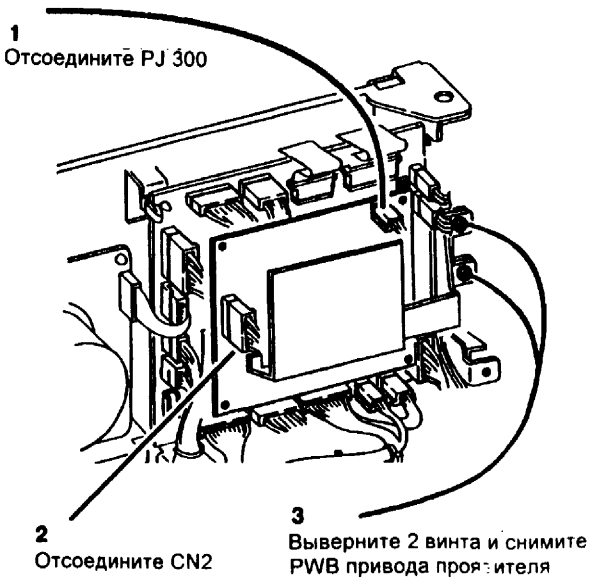

Рис. 1 Снятие PWB привода проявителя
3. (Рис. 1) Снимите PWB привода проявителя.